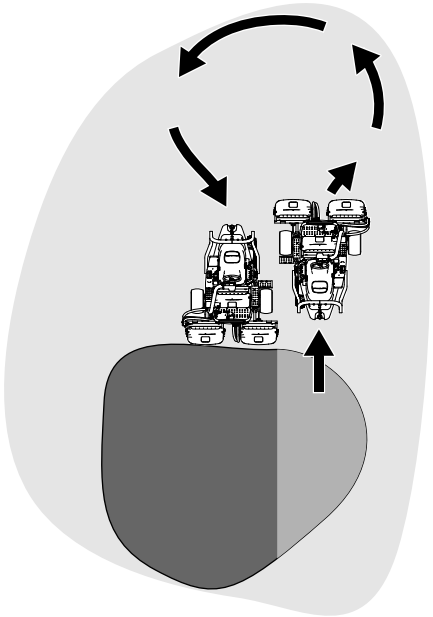

Figuur 23
6. U kunt de werktijd bekorten en de machine eenvoudiger voor de volgende maaibaan opstellen door de machine een ogenblik in de tegenovergestelde richting te draaien en daarna in de richting van het ongemaaide deel. Met zo'n druppelvormige bocht (Figuur 23) kunt u de machine snel in positie brengen voor uw volgende maaibaan.